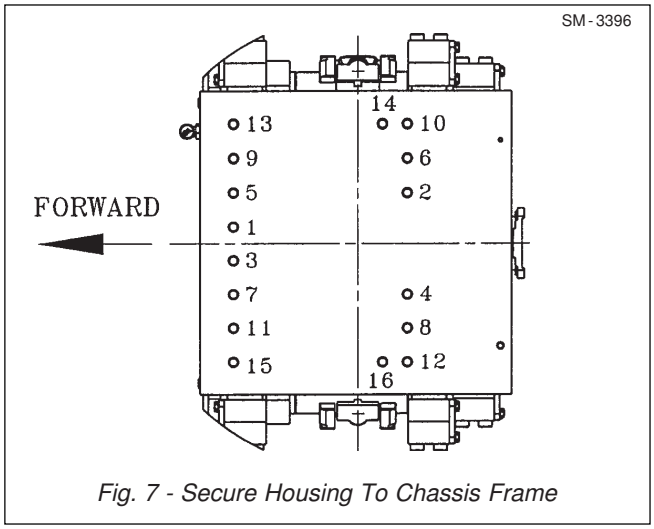

Fig. 7 - Secure Housing To Chassis Frame
A. Torque screws in correct order (Fig. 7) to a value of 225Nm (166 lbf ft).